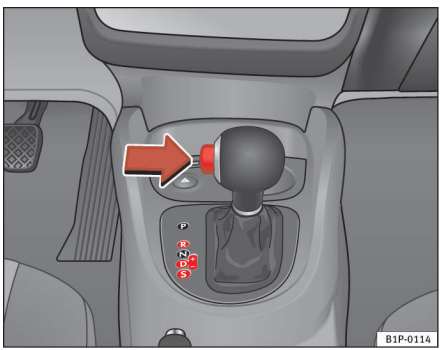

Fig. 124 Kørsel
– Tryk på knappen til venstre på gearvælgeren ⇒ side 158, fig. 124.